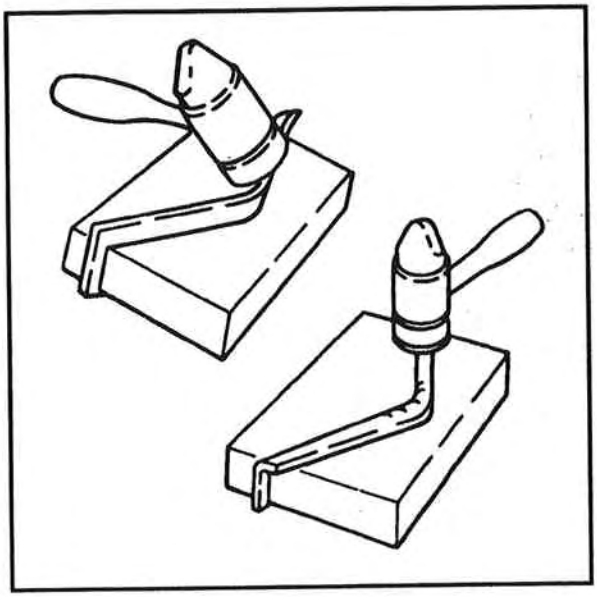

Figure 5-21. Forming by stretching
- Clamp the material in the forming blocks (Figure 5-21).